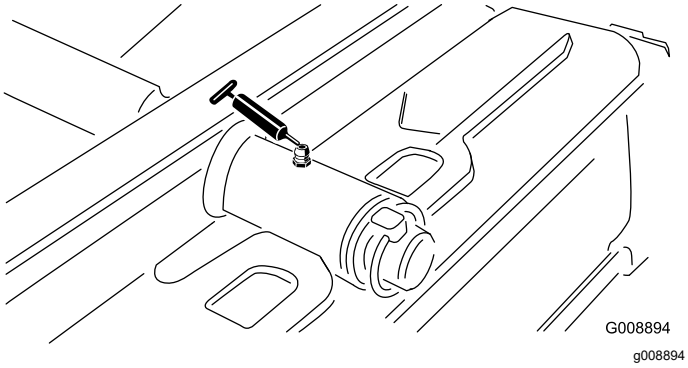

Figur 56
- Bageste klippeenheds drejetap (Figur 56)